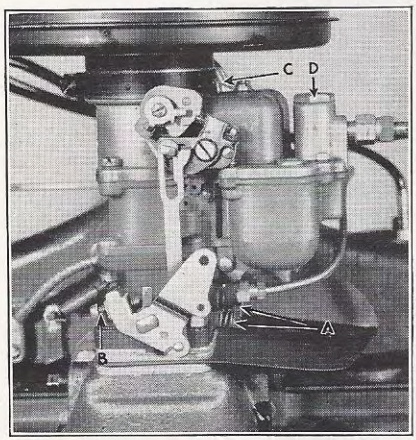

Figure 9
The Duplex (double barrel) type carburetor illustrated in Fig. 9, is used on models 11, 12, 14, 15, 17 and incorporates automatic choke, fast idle linkage, anti-percolator valve, vacuum controlled metering rods and accelerating pump.
Fuel Mixture for idling speeds is adjusted by means of screws (A), Fig. 9. *Engine should be warmed up to normal operating temperature before attempting adjustments.* Turn both screws (clockwise) to their seats. Then back out (counter-clockwise) exactly ¾ of a turn. Readjust for
Throttle Adjusting Screw (B), Fig. 9, should be set for a speed of 7½ to 8 miles per hour in high gear.
Filter Screen Cap (D), Fig. 9, should be removed every 2,000 miles to permit cleaning the screen.